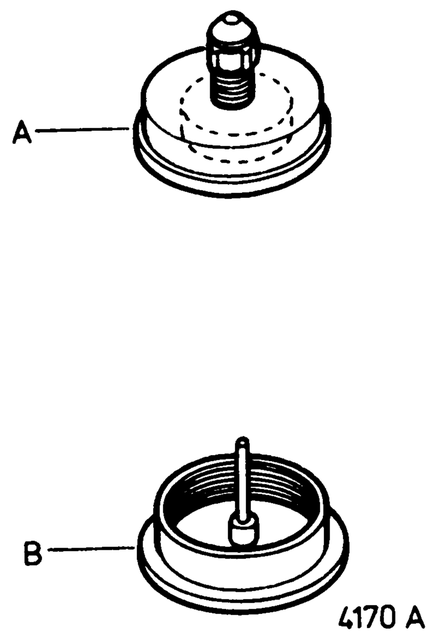

Fig. 14
V. HYSTERESE-AUFWICKELFRIKTION (siehe Abb. 14)